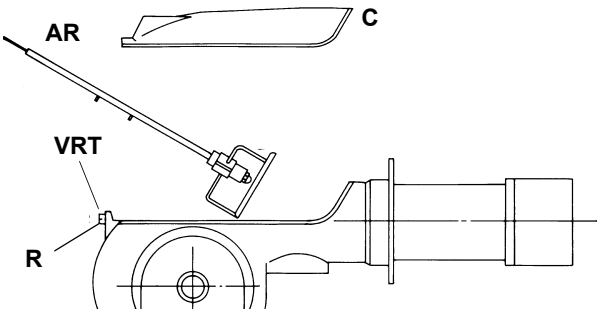

Рис. 14
- Снять, проверить и почистить голову сгорания (см. следующий параграф), при последующей сборке тщательно придерживаться размеров, приведенных на Рис. 14;
5 Вынуть всю группу, как указано в Рис. 14 (а моделях **PG70 - PG81 - PG92**)регулирующий винт **VRT** вынимается вместе с группой головы сгорания